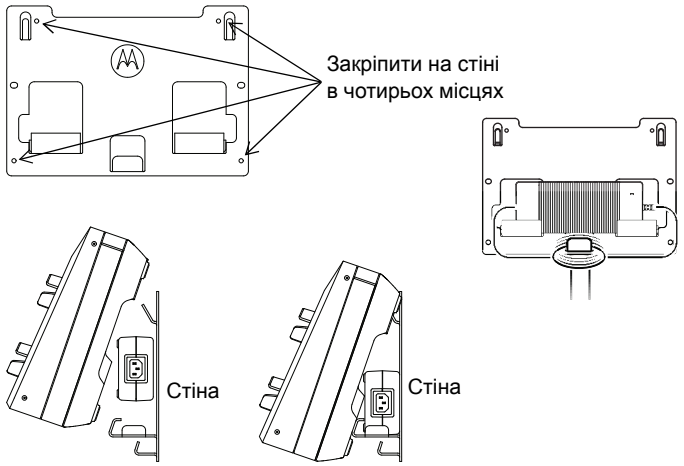

Рис. 17. Кріплення багатомісного зарядного пристрою на настінному кронштейні
4. Установіть багатомісний зарядний пристрій на настінному кронштейні, як показано на Рис. 17.